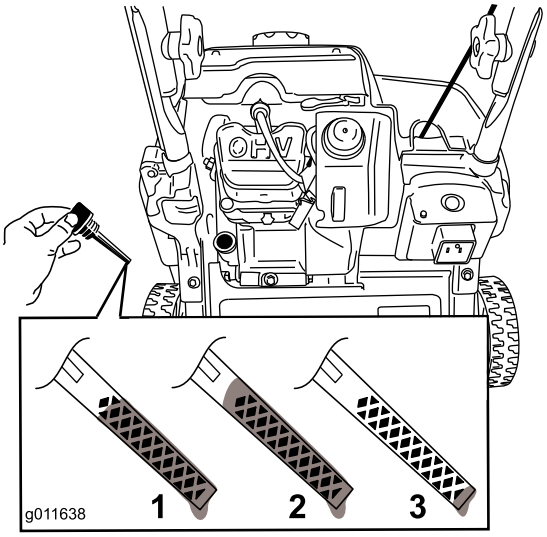

Figur 14
3. Rengør omkring oliepåfyldningsdækslet (Figur 14).
8. Se Figur 14 for at bestemme den korrekte oliestand på målepinden.